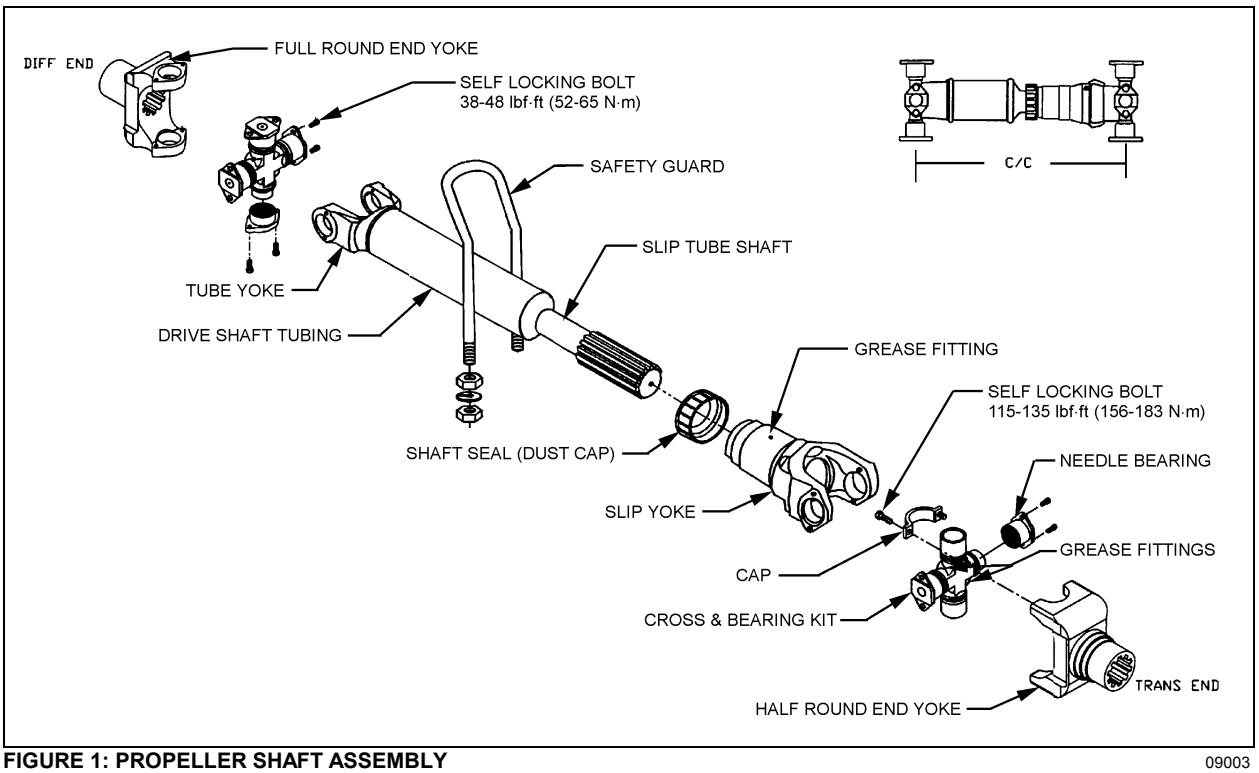

FIGURE 1: PROPELLER SHAFT ASSEMBLY 09003
- Screw bolts to the specified torque (Fig. 1).